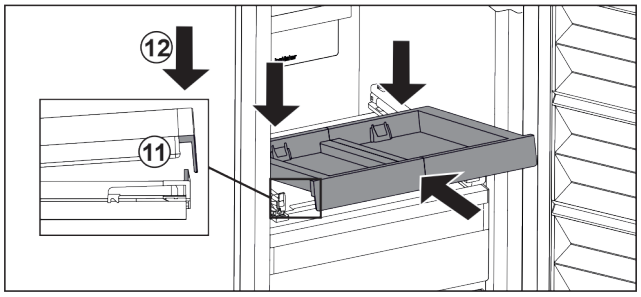

Fig. 88
▶ Slide in at an angle. Make sure that the stop is behind the lug on both sides. *Fig. 88 (11)*
▶ Lower the pull-out board at the front. *Fig. 88 (12)*